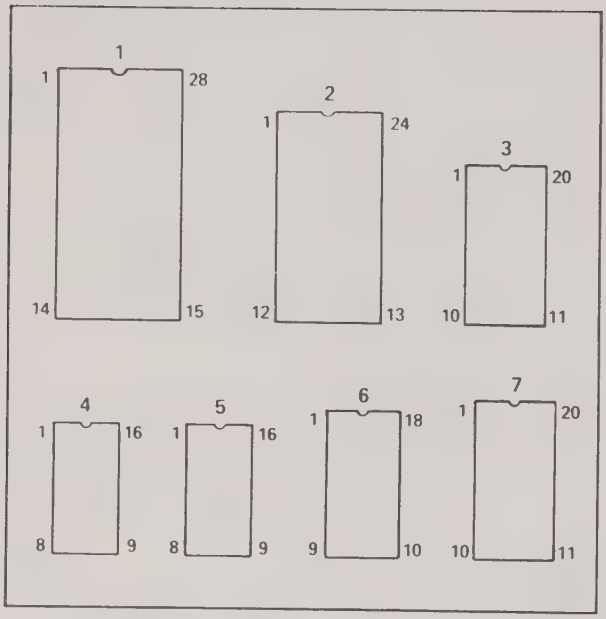

Figure 4-7. Pin Numbers of Device Sockets
- Take measurement readings at the device sockets or test points indicated on the measurement chart; figure 4-7 shows the pin numbers for the sockets; figure 4-8 shows test points.
- The adjustment pots on the waveform generator, memory board, and the address card enable you to make adjustments when your measurements do not match the measurement chart; figure 4-7 shows the location of these adjustment points.